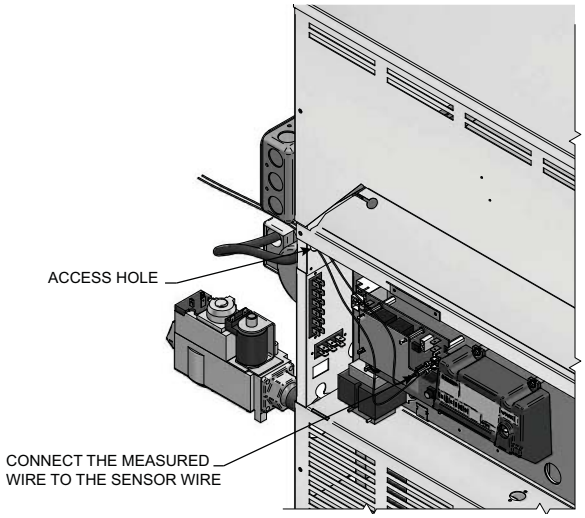

***Figure 5-5**_Installation of Remote Sensors*
5. Connect the measured wire to the sensor wire using wire caps (see FIG. 5-5). Install .250 x .032 insulated female quick connect terminals to the end of the wires. Feed the wires through the access hole located on the back of the unit and secure the connectors to the thermostat connections (Sys/Tank) CN5 and CN6 located in the upper right-hand of the thermostat.